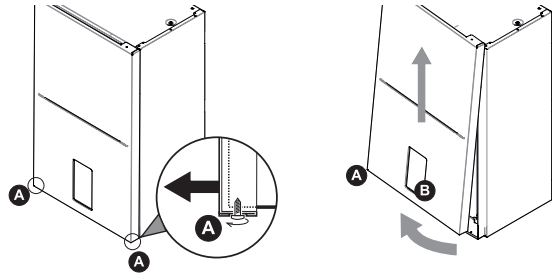

fig. 14 - desmontaje panel frontal
- Destornillar parcialmente los tornillos A (ver "fig. 14 - desmontaje panel frontal").
- Extraer el panel B y desengancharlo de las piezas de fijación superiores (ver "fig. 14 - desmontaje panel frontal").